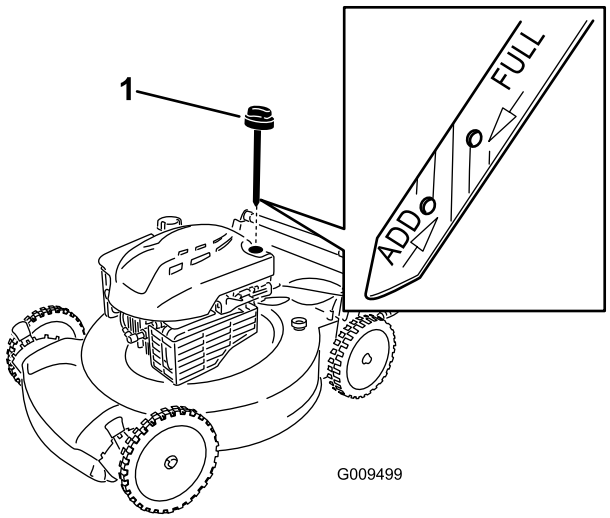

Figur 4
1. Ta bort oljestickan (Figur 4).
2. Fyll **långsamt** på olja i påfyllningsröret tills nivån når markeringen **Full** på oljestickan (Figur 4). **Fyll inte på för mycket.** (Maximal påfyllning: 0,59 l, typ: SAE 30 renad olja med API-klassificering SF, SG, SH, SJ, SL eller högre.)